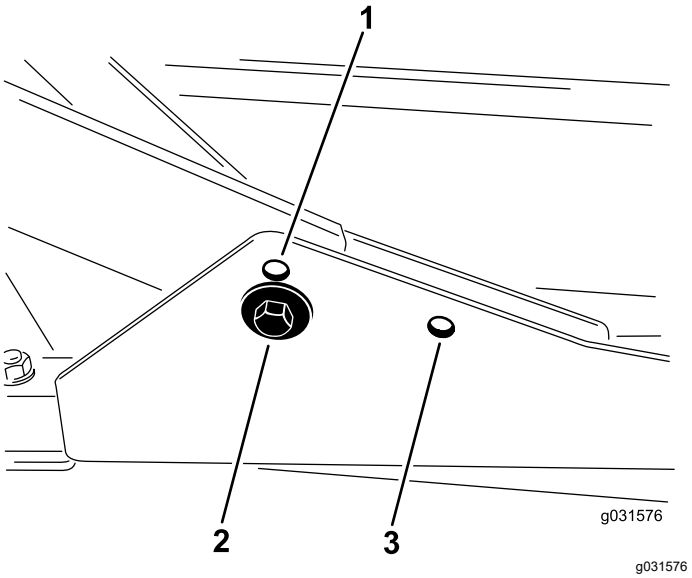

Figur 17
1. För klipphöjder inom området 2 till 7,6 cm bör de främre bärramarna monteras i de främre nedre monteringshålen (Figur 17).
2. För klipphöjder inom området 6,3 till 10 cm bör de främre bärramarna monteras i de främre övre monteringshålen (Figur 17).
Den bakre klippenheten bör monteras i de bakre monteringshålen för samtliga klipphöjder (Figur 17).